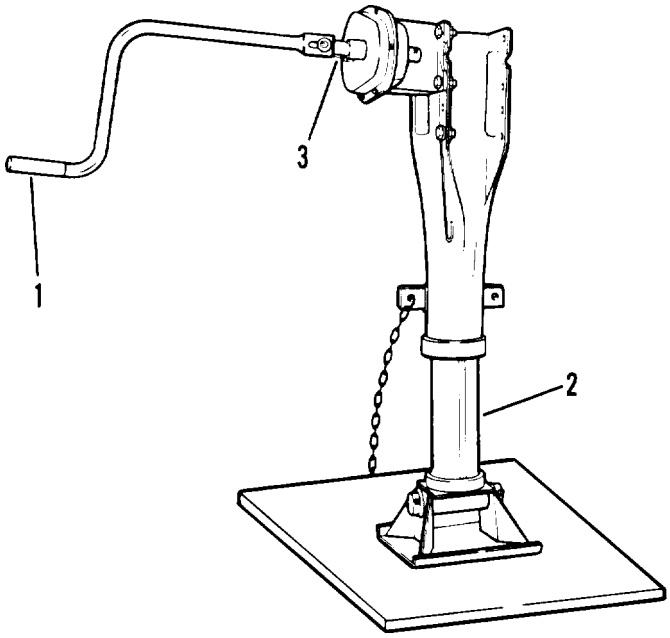

Figure 2-8. Landing leg handcrank
b. Rotating handcrank (1, figure 2-8) clockwise lowers landing legs (2) for parking semitrailer.
d. Pushing operating shaft (3) in engages low speed gear for ease and speed in raising or lowering legs between ground and full up position.
e. Pulling operating shaft (3) out engages high speed gear for raising or lowering legs (2) when semitrailer is under load.